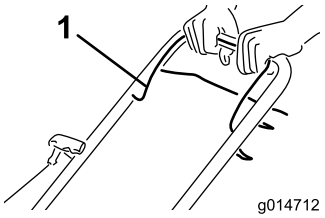

Figur 15
1. Håll knivstyrstången (Figur 15) mot handtaget.